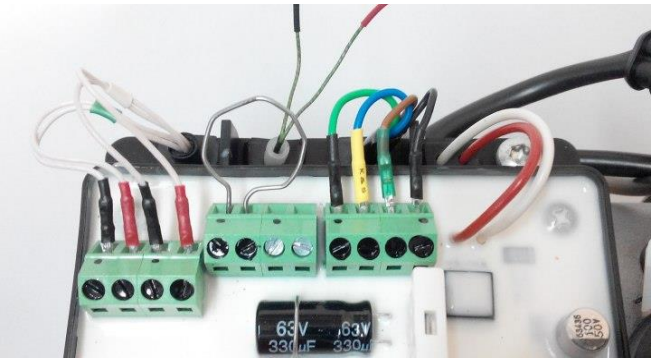

Abb. 6. Verbindungsstück
1) Nehmen Sie den Flammwächter aus dem Gehäuse des Wärmetauschers (Abb. 6), schließen Sie dessen Kontakte an ein Multimeter an (an die Kontakte zur Messung der Temperatur) und erhitzen Sie diese, z.B. mit einem Feuerzeug. Es sollte ein gleichmäßiger Anstieg der Temperatur zu beobachten sein. Wenn sich die Temperatur sprunghaft ändert oder deren Wert auf Anfangstemperatur bleibt, ist der Flammwächter beschädigt. Dabei kann eine Trennung nach der Abkühlung verschwinden.
Falls die Störung des Flammwächters weiter anhält, überprüfen Sie die Polarität seines Anschlusses (schwarz markierte Leitung ist mit jenem Anschlusskontakt des Steuermoduls verbunden, der mit einem schwarzem Punkt markiert ist, Abb. 6 a). Möglicherweise sind auch die Markierungen auf den Leitungen des Flammwächters falsch angebracht). Um die Richtigkeit der Markierung auf der Leitung festzustellen, überprüfen Sie die Kontakte mit einem Magneten. Der Kontakt der schwarz markierten Leitung muss magnetisch sein.